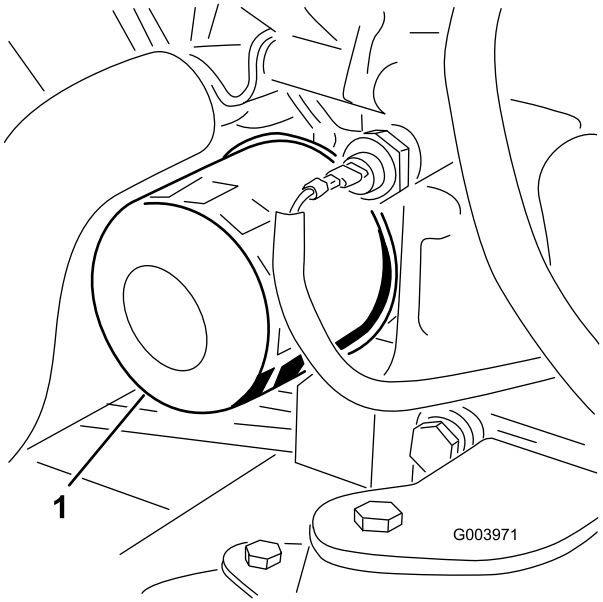

Figur 55
3. Fjern oliefilteret (Figur 55).